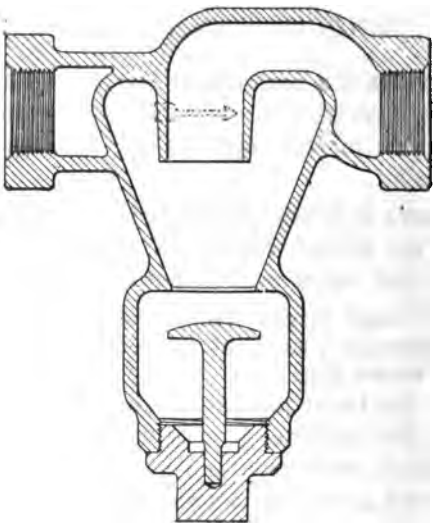

FIG. 149. CENTRIFUGAL DIRT COLLECTOR.
Q. How does it operate? (See Fig. 149).